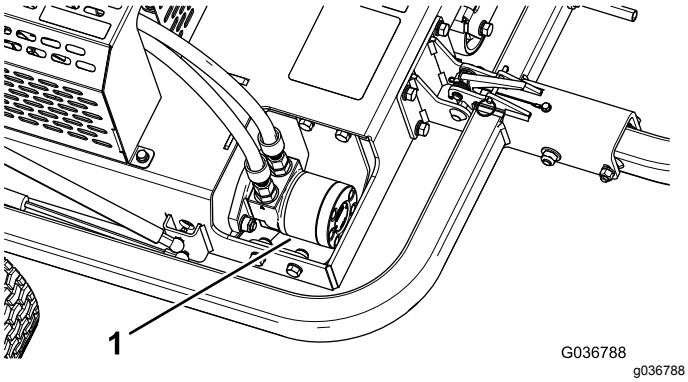

Figura 40
3. Pulite l'area attorno al motore idraulico da sporco e detriti (Figura 40).